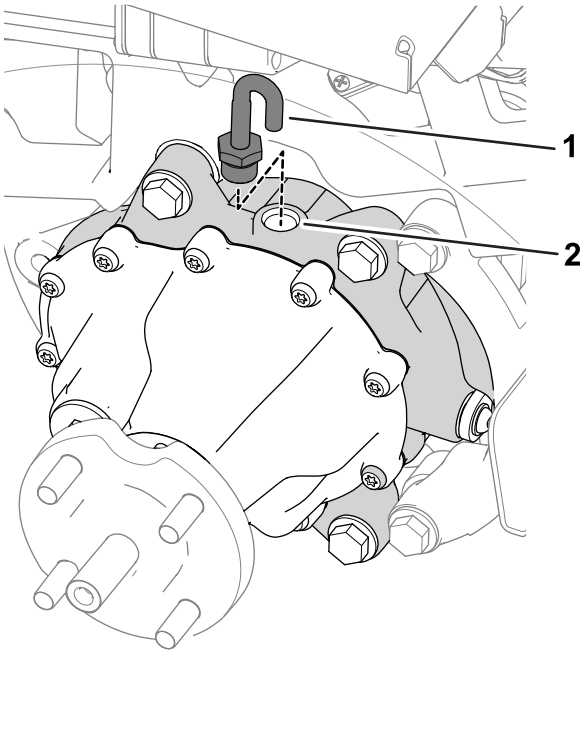

Figura 62
7. Retire o tubo de ventilação e união da parte de cima da caixa de velocidades (Figura 62).
9. Instale o tubo de ventilação e união na porta de enchimento (Figura 62).